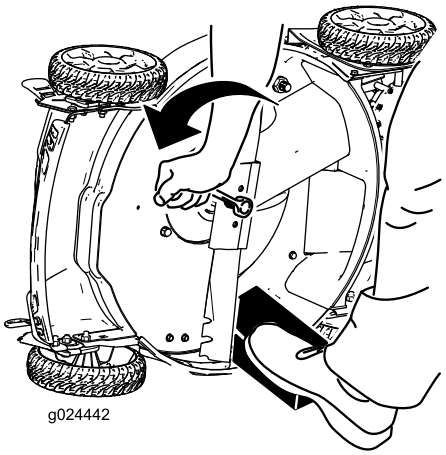

Rysunek 25
3. Aby unieruchomić ostrze, należy użyć kawałka drewna (Rysunek 25).
4. Odkręć śrubę mocującą ostrze i zdejmij je; zachowaj wszystkie elementy mocujące do zamontowania nowego ostrza (Rysunek 25).